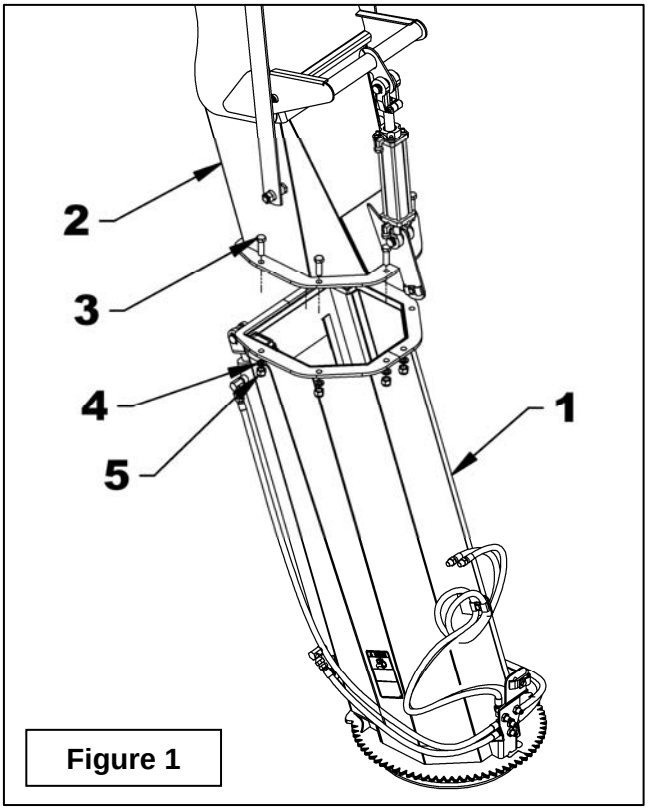

Figure 1
1. **Figure 1:** Retirer les brides fixées temporairement pour l'expédition de la chute 3 parties en enlevant tous les boulons des brides et garder pour utilisation à venir.
2. **Figure 1:** Retirer de la chute télescopique les six boulons, rondelles de blocage et écrous (items 3-4-5). Fixer la chute 3 parties (item 2) à la base télescopique (item 1) avec la même boulonnerie enlevée précédemment (items 3-4-5). Serrer à 165 lb-pi (224 N-M).